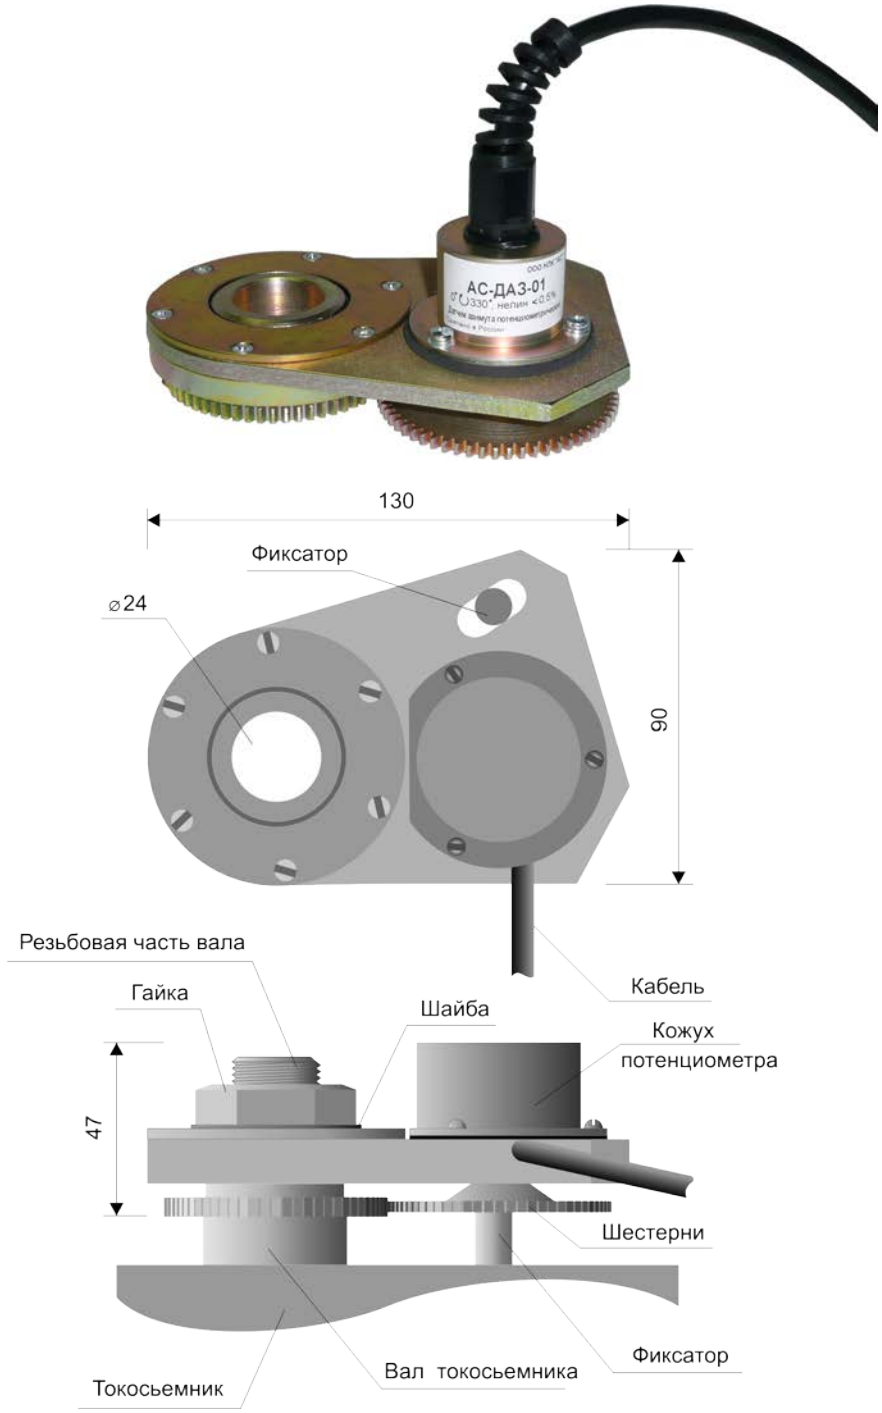

Рис. 8
6.8. Датчик азимута, Рис.8, представляет собой потенциометр, приводимый в действие вращением поворотной платформы крана и преобразующий угол поворота платформы в электрический сигнал. Сопряжён с осью вращения поворотной платформы.